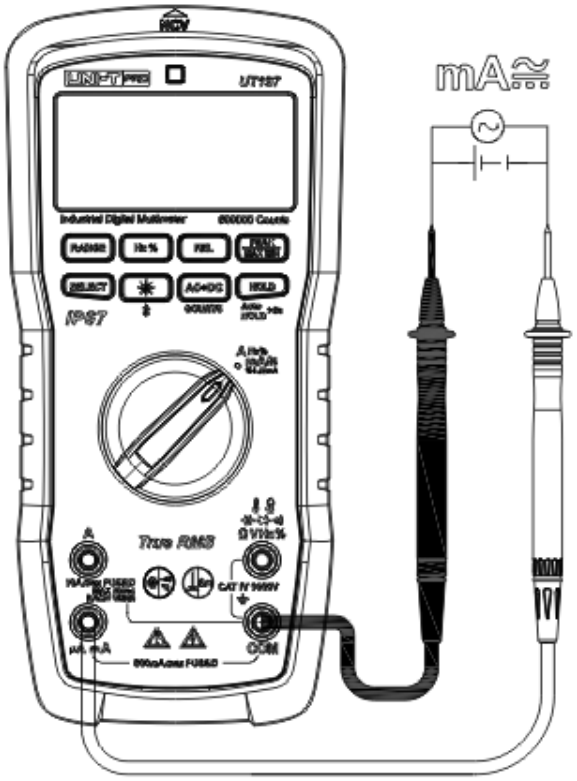

Figura 15
12. Medición de mA de AC/DC（Figura 15）